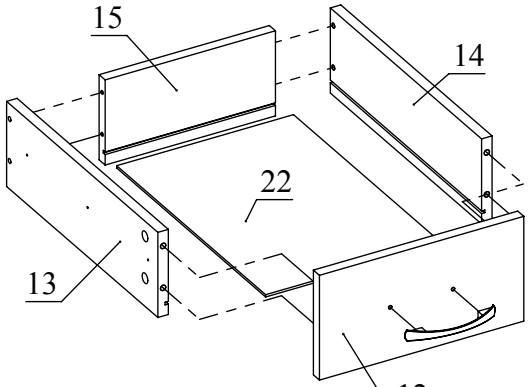

Рис.5
6. Соберите ящики. Закрепите ручки на фасадных планках 12 при помощи шурупов 4х25 с круглой головкой (Рис.5).